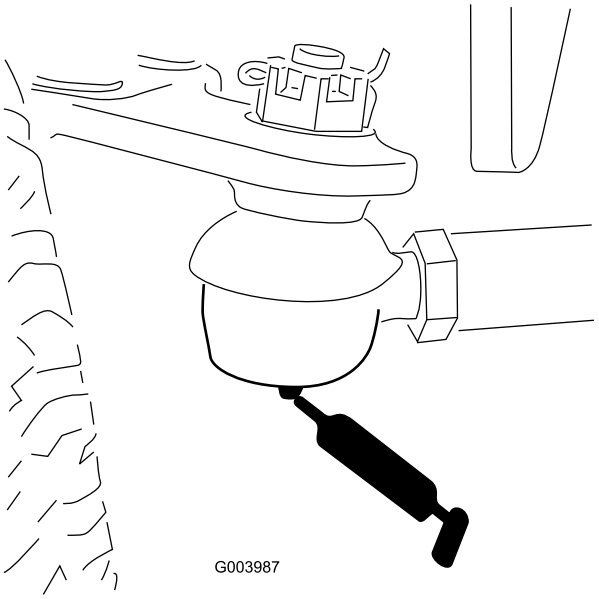

**Figuur 46**
- Trekstang van achteras (2) (Figuur 46)